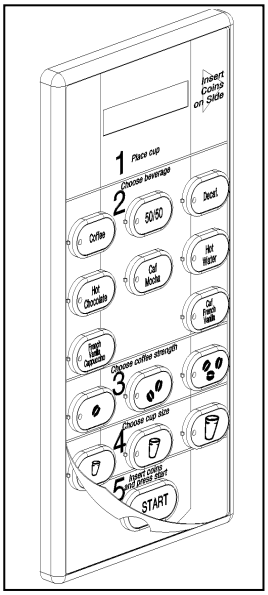

Figure 4 – Install Fascia
c) Once aligned, press the fascia firmly in place (Figure 4).